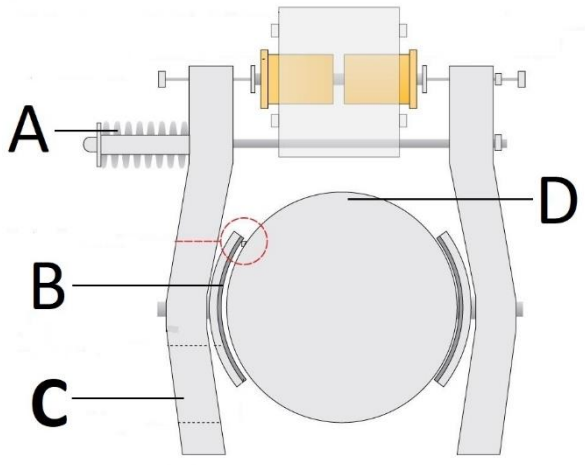

FIGUUR 1
2.1 FIGUUR 1 hier onder toon 'n skets van 'n remstelsel. Benoem die remstelsels. (1)
2.2 Benoem die onderdele wat in FIGUUR 1 aangedui is deur slegs die antwoord langs die letter (A-D) in die ANTWOORDBOEK te skryf.